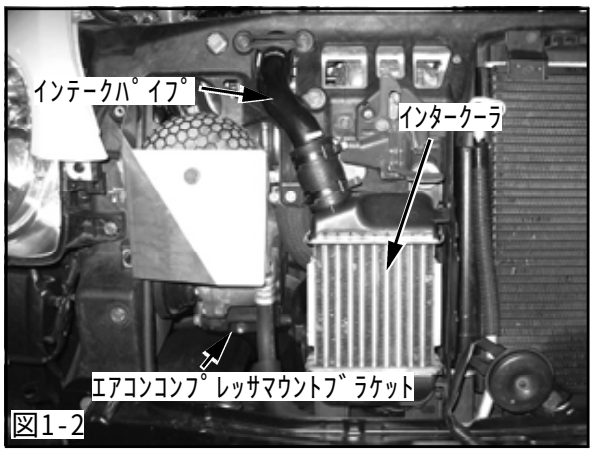

図1-2
(9)インタークーラ,インテークパイプを取外してください。(図1-2)